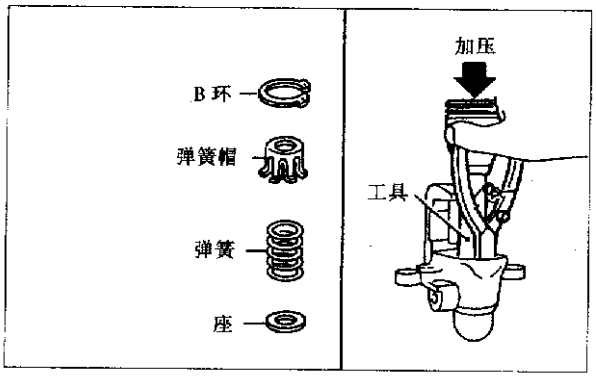

图 8－2－45
⑤用合适的工具从下向上安装座、调整器、球轴承、隔圈、波形垫圈和 A 环，见图 8－2－46。